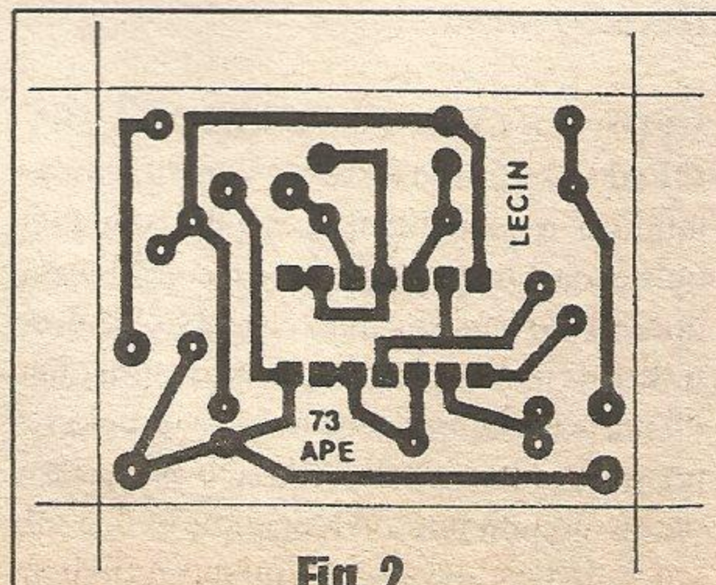
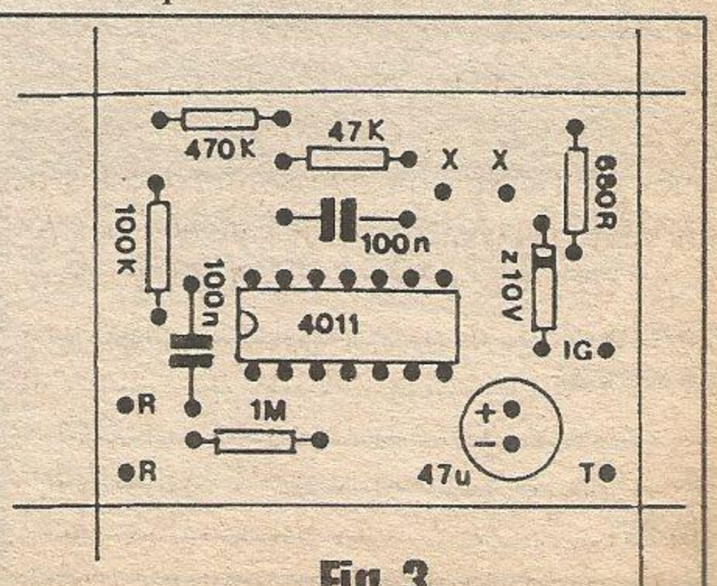

Fig. 2
Fig. 3
**- FIG. 2 - *LAY OUT* DO CIRCUITO IMPRESSO ESPECÍFICO -** A plaquinha de impresso é pequena e de fácil realização, bastando copiar cuidadosamente o padrão cobreado (visto em negro, no diagrama, escala 1:1...) mostrado, executando em seguida a traçagem com tinta ou decalques (estes são recomendáveis, devido à presença do integrado, com suas ilhazinhas/furos muito pequenas e próximas umas das outras, exigindo um certo rigor mecânico...), promovendo a corrosão na solução de percloreto de ferro, limpeza, furação, nova limpeza e conferência final... Pela
**- FIG. 3 - *CHAPEADO* DA MONTAGEM** - Conforme ficou claro, no diagrama anterior a placa era vista pela sua face cobreada... Agora, *viramos* o impresso, mostrando sua face não cobreada, já com todas as principais peças posicionadas, identificadas uma a uma pelos seus valores, códigos polaridades e outras informações *visuais* importantes...! Notar que temos *três* componentes *polarizados* (apenas admitem inserção e soldagem *numa* determinada posição, já que - se forem invertidos - sofrerão danos e impossibilitarão o funcionamento do circuito...): o integrado, com uma de suas extremidades nitidamente marcada pelo chanfro ou ressalto, o diodo *zener* com seu lado de **catodo** (K) marcado pela faixinha ou anel em cor diferente, e o capacitor eletrolítico, com a polaridade de seus terminais nitidamente indicada... Os demais componentes não são polarizados (resistores e capacitores comuns...) mas devem ter seus valores cuidadosamente *lidos* antes da inserção, para que não assumam lugares *trocados* na placa... Durante estas duas importantes fases da realização do **LECIN** (vinculadas aos diagramas das **FIGs. 2** e **3**...) o caro leitor/hobysta não deve acanhar-se de consultar as **INSTRUÇÕES GERAIS PARA AS MONTAGENS** e o **TABELÃO APE**, ambos encartes permanentes da Revista, para auxílio direto ao iniciante e mesmo ao eventual veterano esquecido...